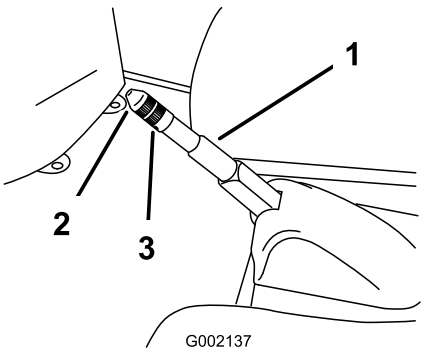

Figur 51
2. Løsn sætskruen, der holder skruen fast til parkeringsbremsehåndtaget (Figur 51).